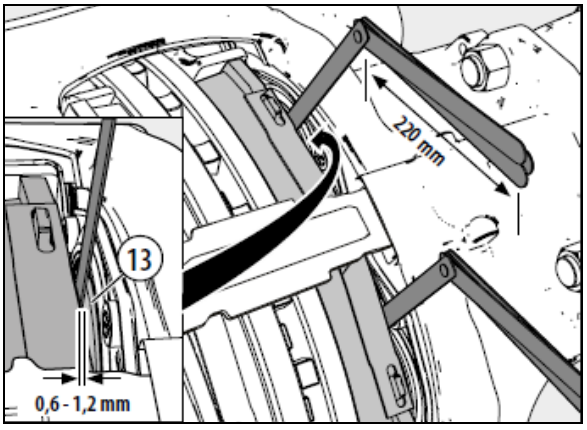

FIGURE 84: CHECK GAP BETWEEN TAPPETS AND INBOARD PAD
9. Set the starting gap by turning the adjuster (23) with the shear adapter (61) backwards and then forwards (note that when turning backwards a noticeable clicking can be heard and felt), until a value of 0.051 in (1.3 mm) air gap has been achieved (measure between the brake pad and tappets (13).
11. Check the gap between each of the tappets (13) and inboard pad backplate (12). This must be measured over the whole tappet surface of both tappets using two feeler gages simultaneously (feeler gages must be at least 8 ½ in / 220 mm long) (see Figure 84).